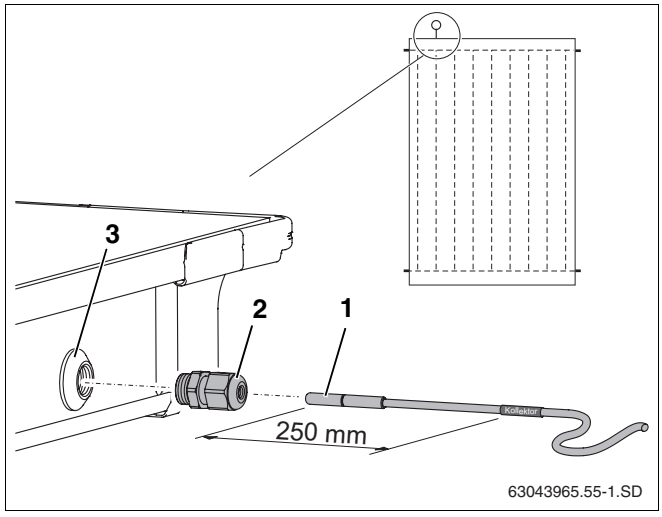

Afb. 54 Collectorvoeler in de collector schuiven
Voor de goede werking van het zonnesysteem moet de collectorvoeler (afb. 54, **pos. 1**) tot aan de aanslag (stemt overeen met ca. 250 mm) in de voelerleiding geschoven wordt.
- Stoot door de dichtingslaag van de voelerdoorvoer met de collectorvoeler of een schroevendraaier (afb. 54, **pos. 3**).
- Draai de klemkoppeling (afb. 54, **pos. 2**) in de voelerdoorvoer.
- Draai de klemkoppeling (afb. 54, **pos. 2**) aan, houd ze eventueel tegen.
Als u de voelerdoorvoer (afb. 54, **pos. 3**) van een verkeerde collector heeft doorstoten, kan u die weer afdichten met de stop uit de aansluitset. Eerst moet u echter met behulp van de kabelschroefkoppeling (afb. 54, **pos. 2**) de moer verwijderen die zich in de voelerdoorvoer bevindt.